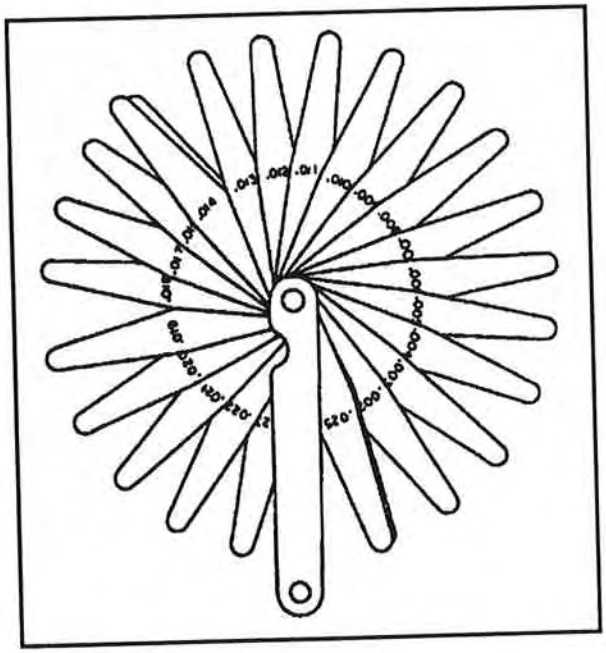

Figure 3-15. Thickness gage
- Thickness gage—used to measure clearances (Figure 3-15). It has a series of thin leaves, each ground to a definite thickness that is marked on the leaf. The leaves are usually in sets, with one end fastened in a case. A leaf should be clean before attempting to insert it in an opening. Two leaves may be used together when a single leaf of the desired thickness is not available.